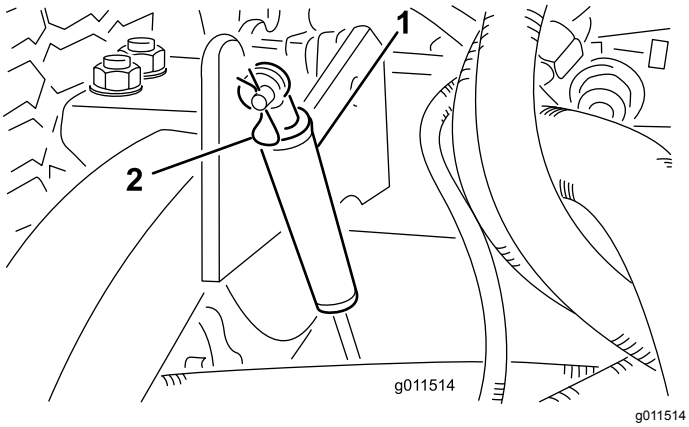

Figuur 100
2. Verwijder de R-pen waarmee de dempers zijn bevestigd aan de hefarmen (Figuur 100).